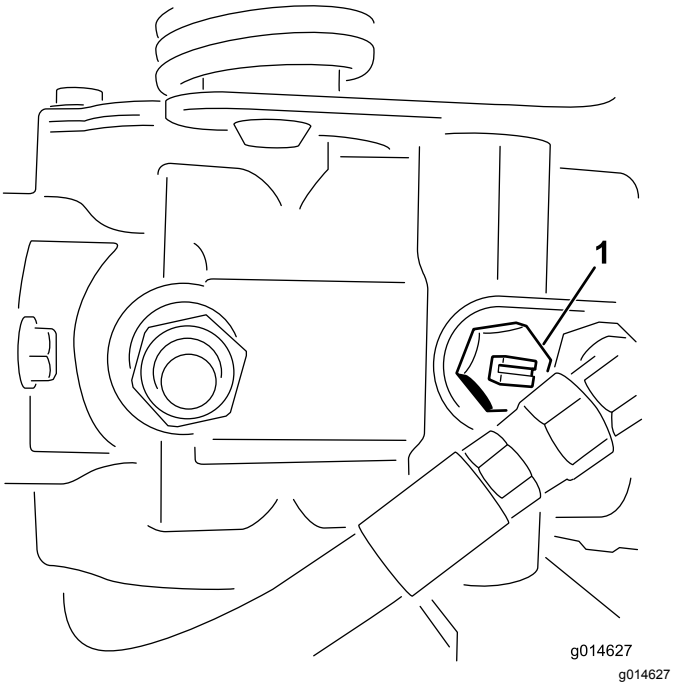

Figura 27
1. Localice la válvula de desvío en la bomba y gírela hasta que la ranura esté en posición vertical (Figura 27).
2. Antes de arrancar el motor, cierre la válvula de desvío girándola hasta que la ranura esté horizontal (Figura 27).